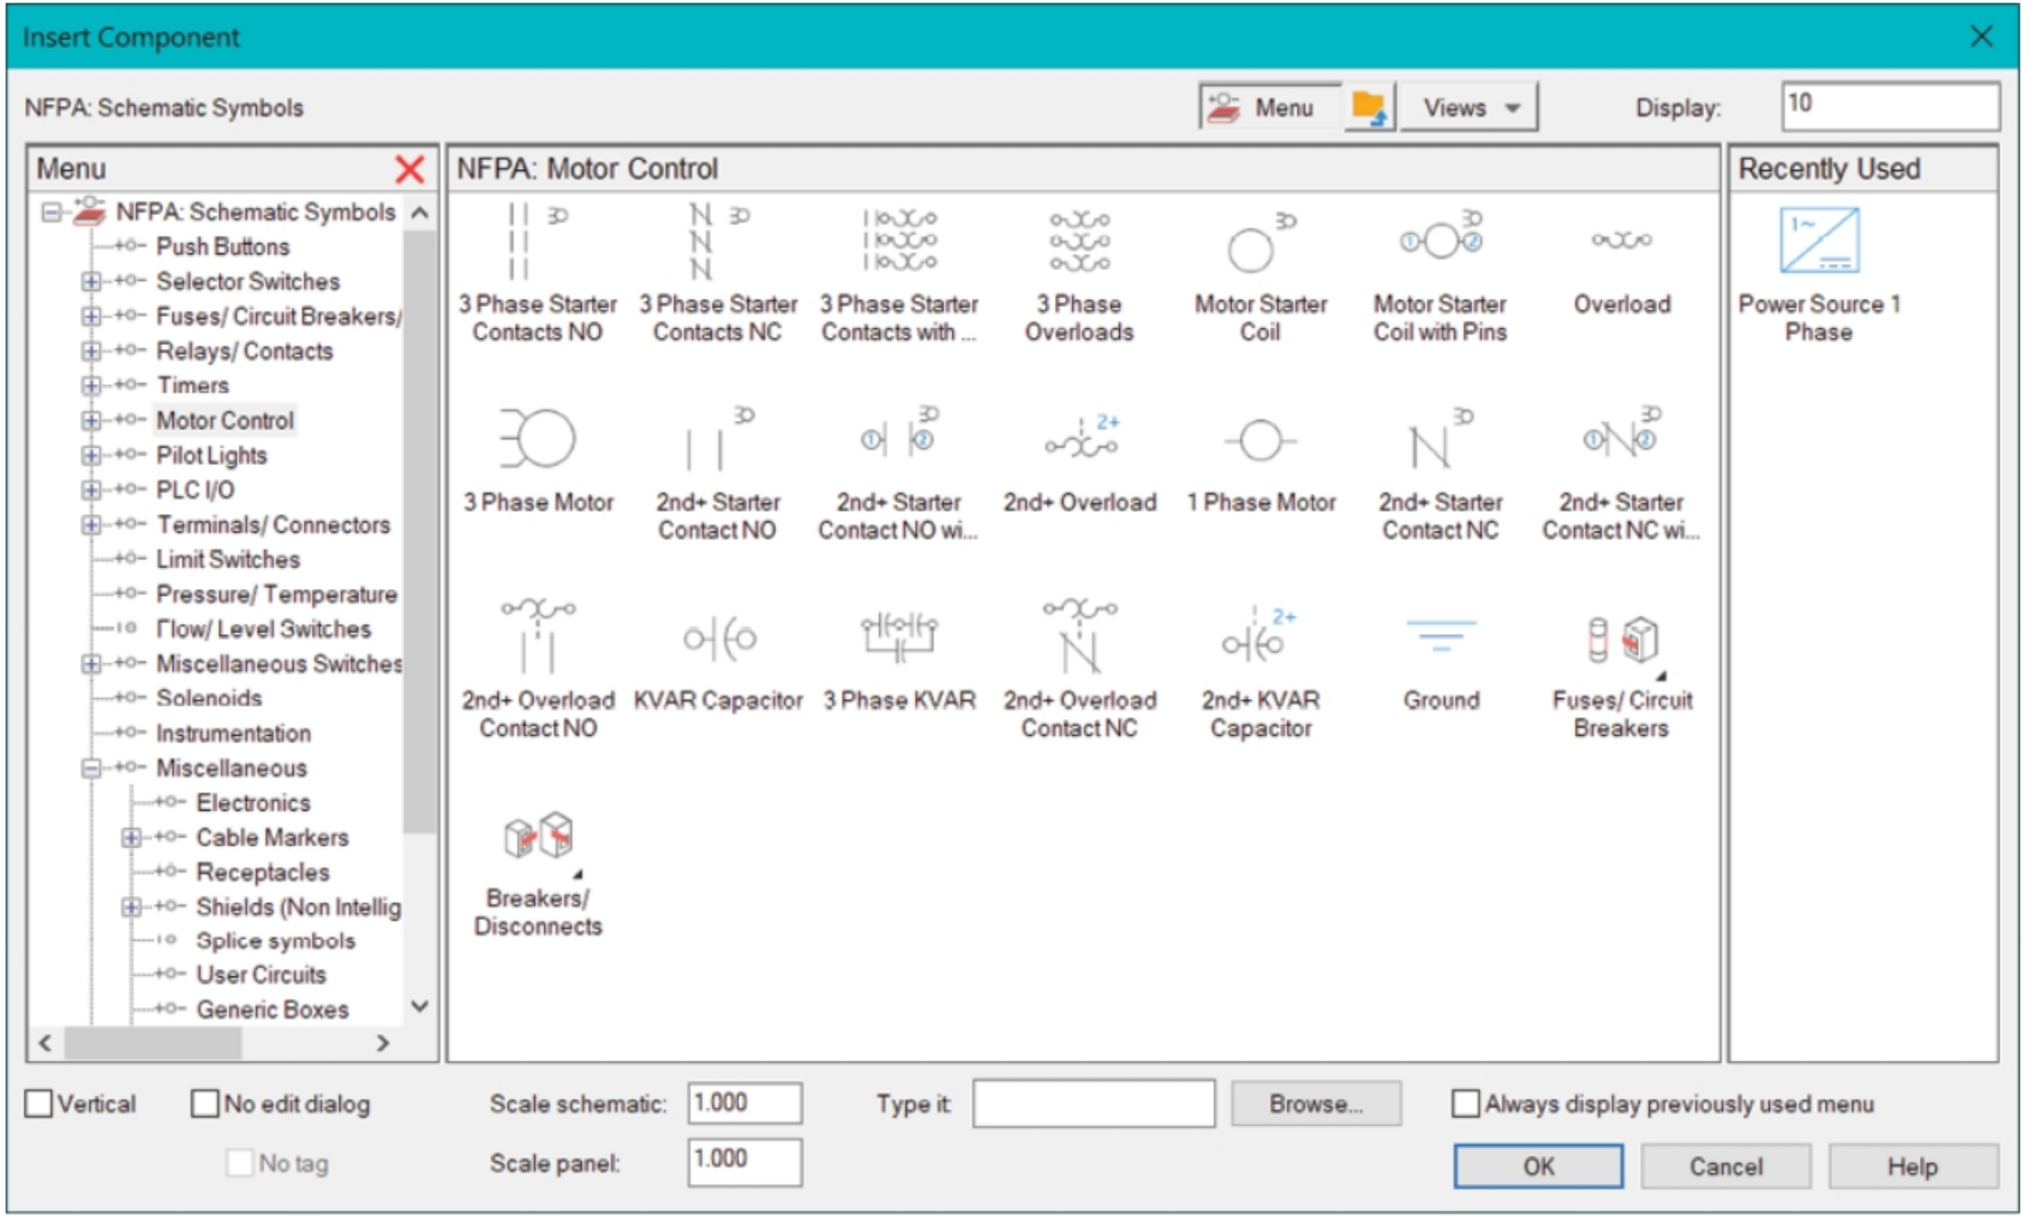

Figure-20. Components of Motor Control
- Click on the **Icon Menu** button once again and select the **Motor Control** category. The components for motor controls will be displayed; refer to Figure-20.